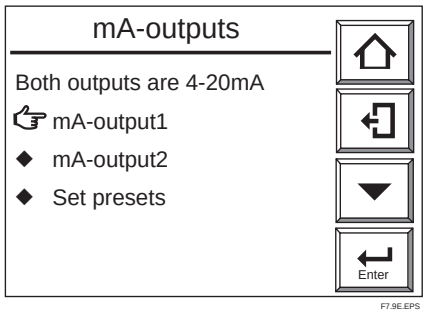

Figure 7.9 Setting “mA-output”
(1) Select the Setup from the Execution/Setup display.
(2) From the Commissioning (Setup) display, select “mA-output setup”; the display shown in Figure 7.9 then appears.